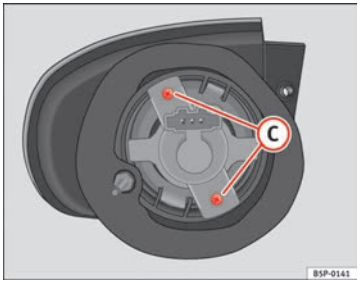

Fig. 191 Turn signal
– Unscrew the bolts ⇒ Fig. 191 (C) from the bulb holder and pull on this.